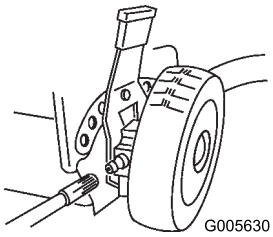

Figur 34
1. Torka av smörjnipplarna på de bakre hjulhöjdsjusterarna med en ren trasa (Figur 34).